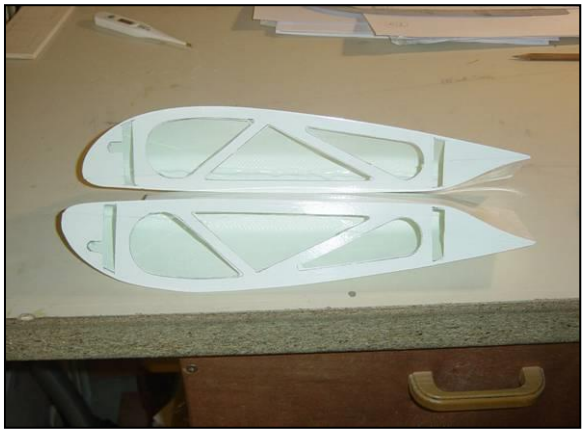

Bild 12
Der GfK-Rumpf-Flächen – Übergang (62) kann jetzt lt. Bild 12 vorbereitet und anschließend auf die Wurzelrippe aufgeklebt werden. Dabei wird außer den Löchern für die Steckungen (siehe Bohrschablone auf dem Plan) auch gleichzeitig das Loch für die Servokabel gebohrt. Im Flächen-Übergang ist genügend Platz für die Servokabel zwischen Alu-Frästeil und GfK vorhanden.